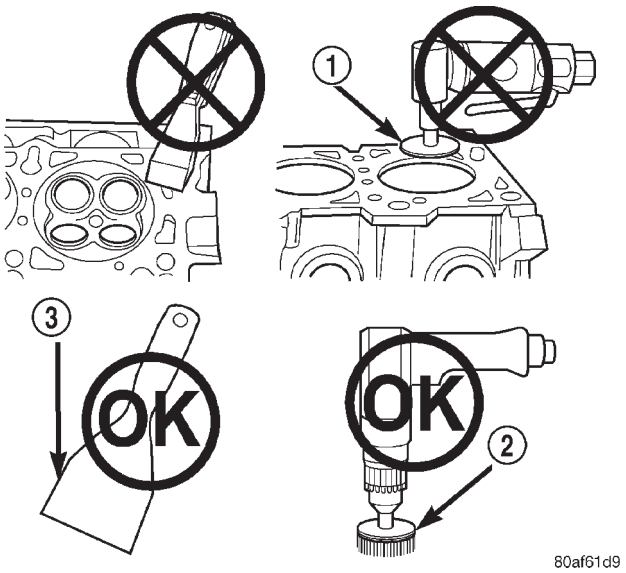

Abb. 126 Ordnungsgemäßer Werkzeugeinsatz für die Oberflächenvorbereitung
- Mit hoher Drehzahl laufendes Elektrowerkzeug, das mit einem Schleifaufsatz oder einer Drahtbürste versehen ist (Abb. 126)
- Schaber aus Kunststoff oder Holz (Abb. 126)
- Bohrmaschine mit 3M Roloc™ Bristle Disc (Bürstscheibe) (weiß oder gelb) (Abb. 126)